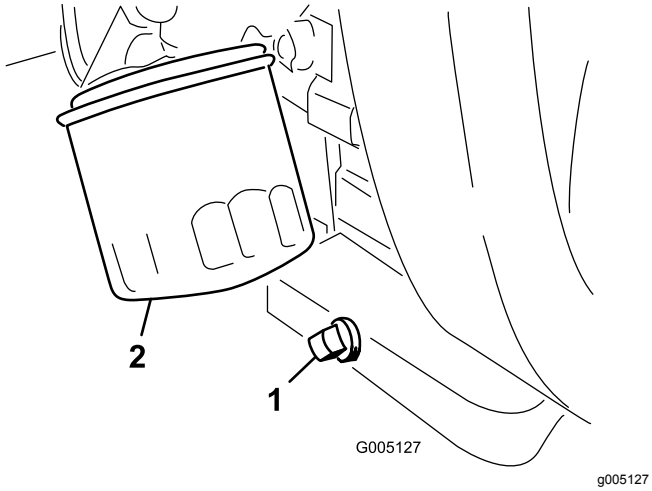

Figuur 39
1. Verwijder de aftapplug (Figuur 39) en laat de olie in een opvangbak lopen. Als er geen olie meer naar buiten stroomt, plaatst u de aftapplug terug.
2. Verwijder het oliefilter (Figuur 39).